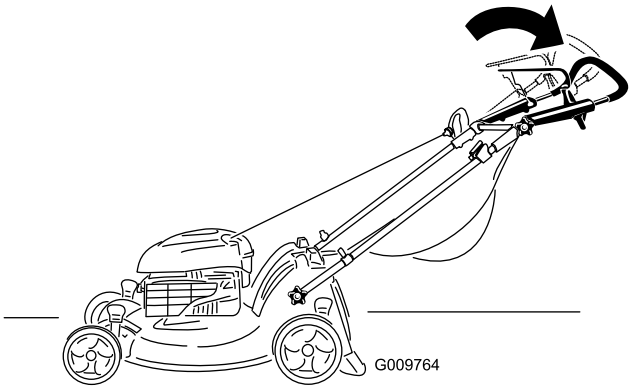

Figur 19
2. Flytt det øvre håndtaket til ønsket stilling (Figur 19).